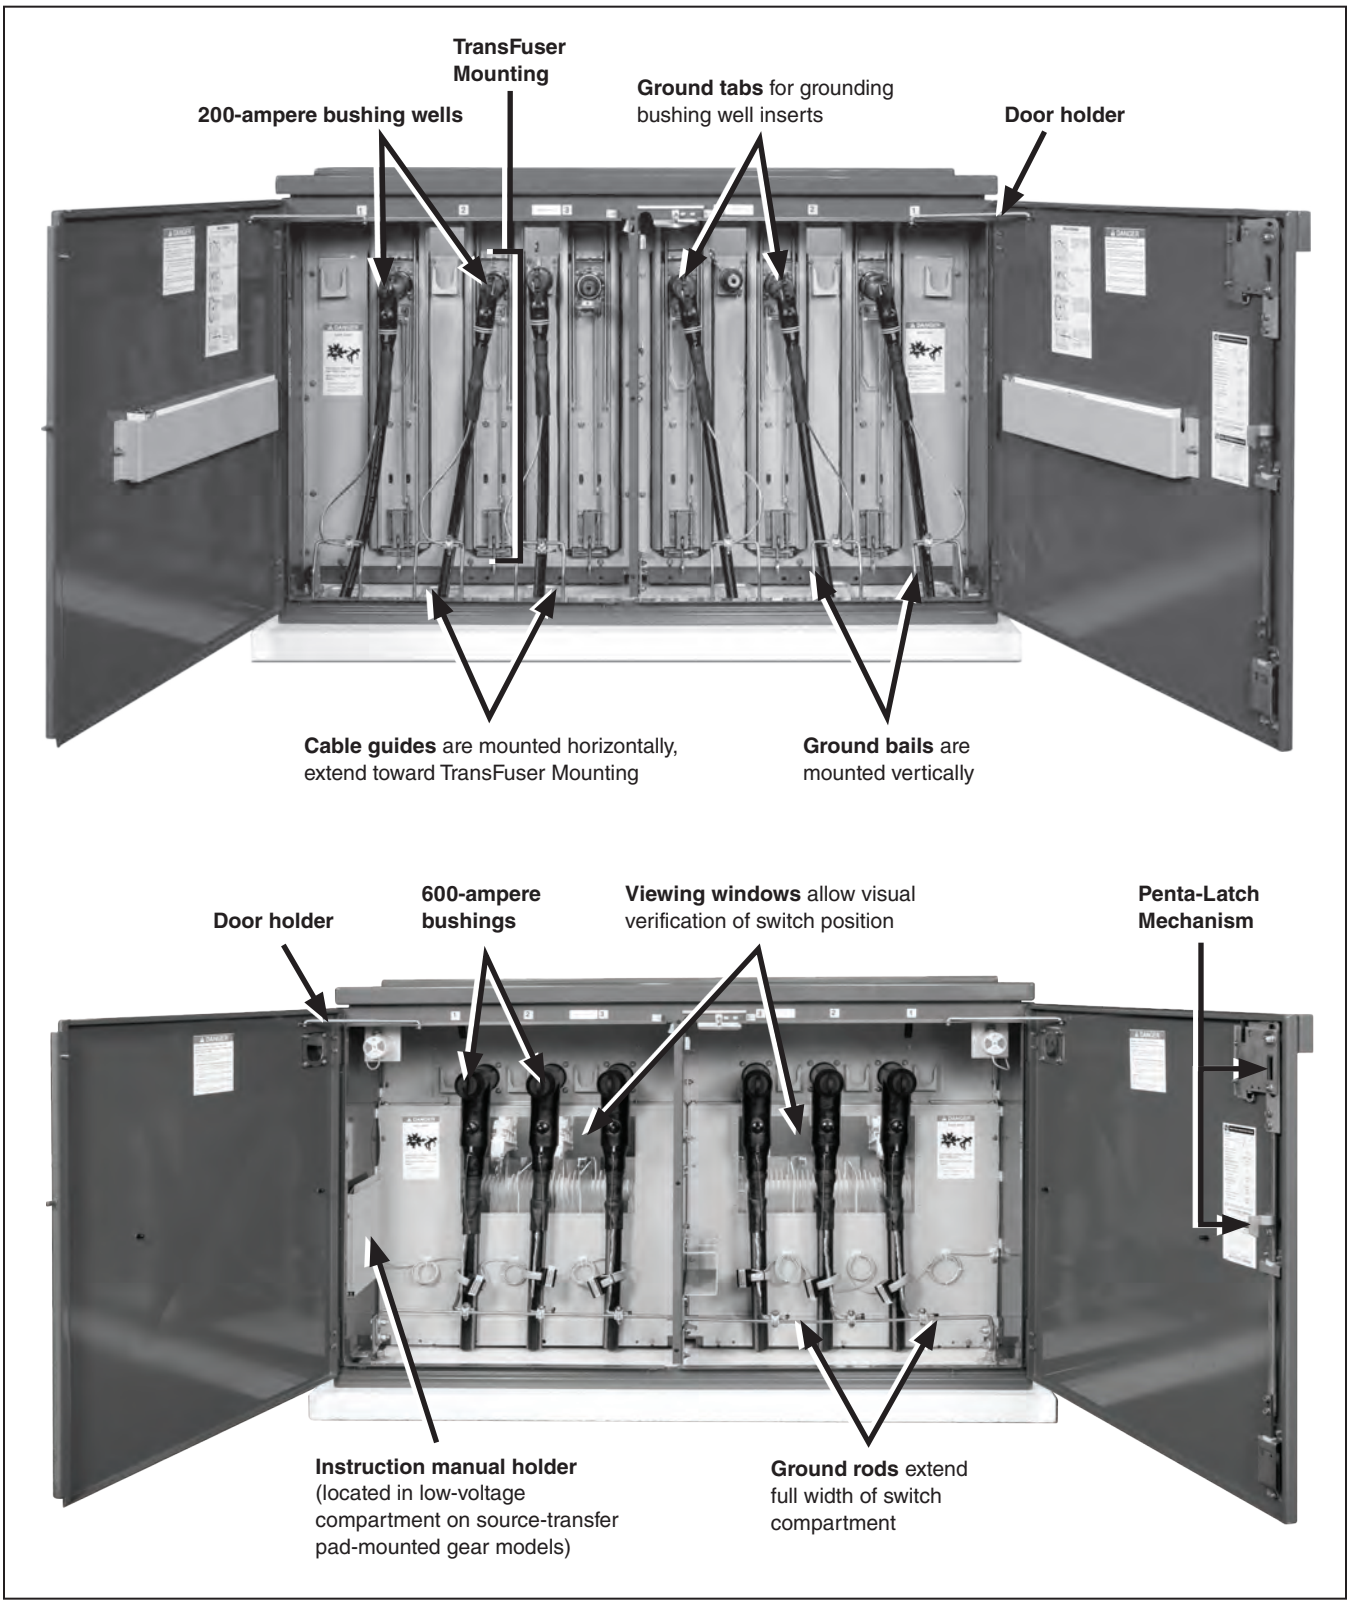

Figure 1. Model PME-9 showing open-door views of fuse-termination compartments (above) and switch-termination compartments (below).
- The switch position, as verified by visual check of the switch-blade position, is in agreement with the switch-position target. A viewing window is provided in the switch compartment to allow positive visual verification of switch-blade position (see Figure 1 on page 7).